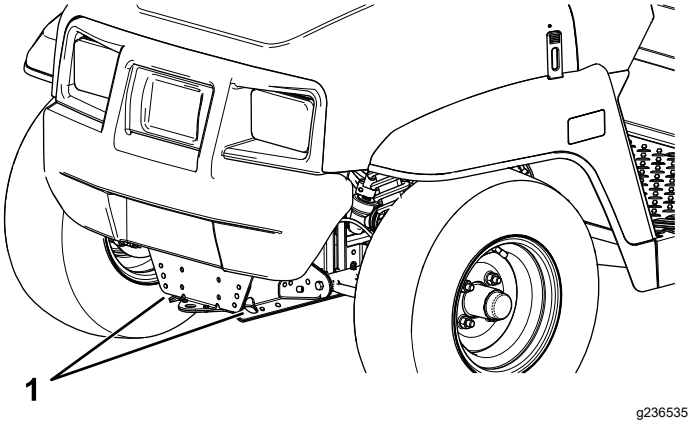
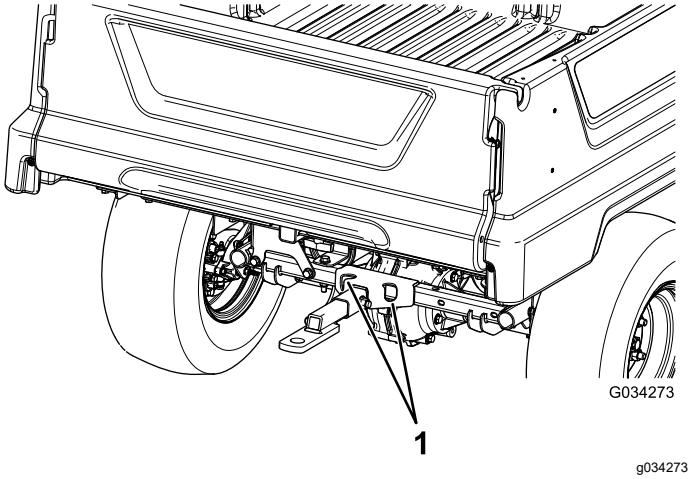

**Figuur 19**
**Figuur 20**
Zie Figuur 19 en Figuur 20 voor de plaats van de bevestigingspunten van de machine.
2. Bevestig een sleepkabel aan de lip op de voorzijde van het machineframe (Figuur 19).